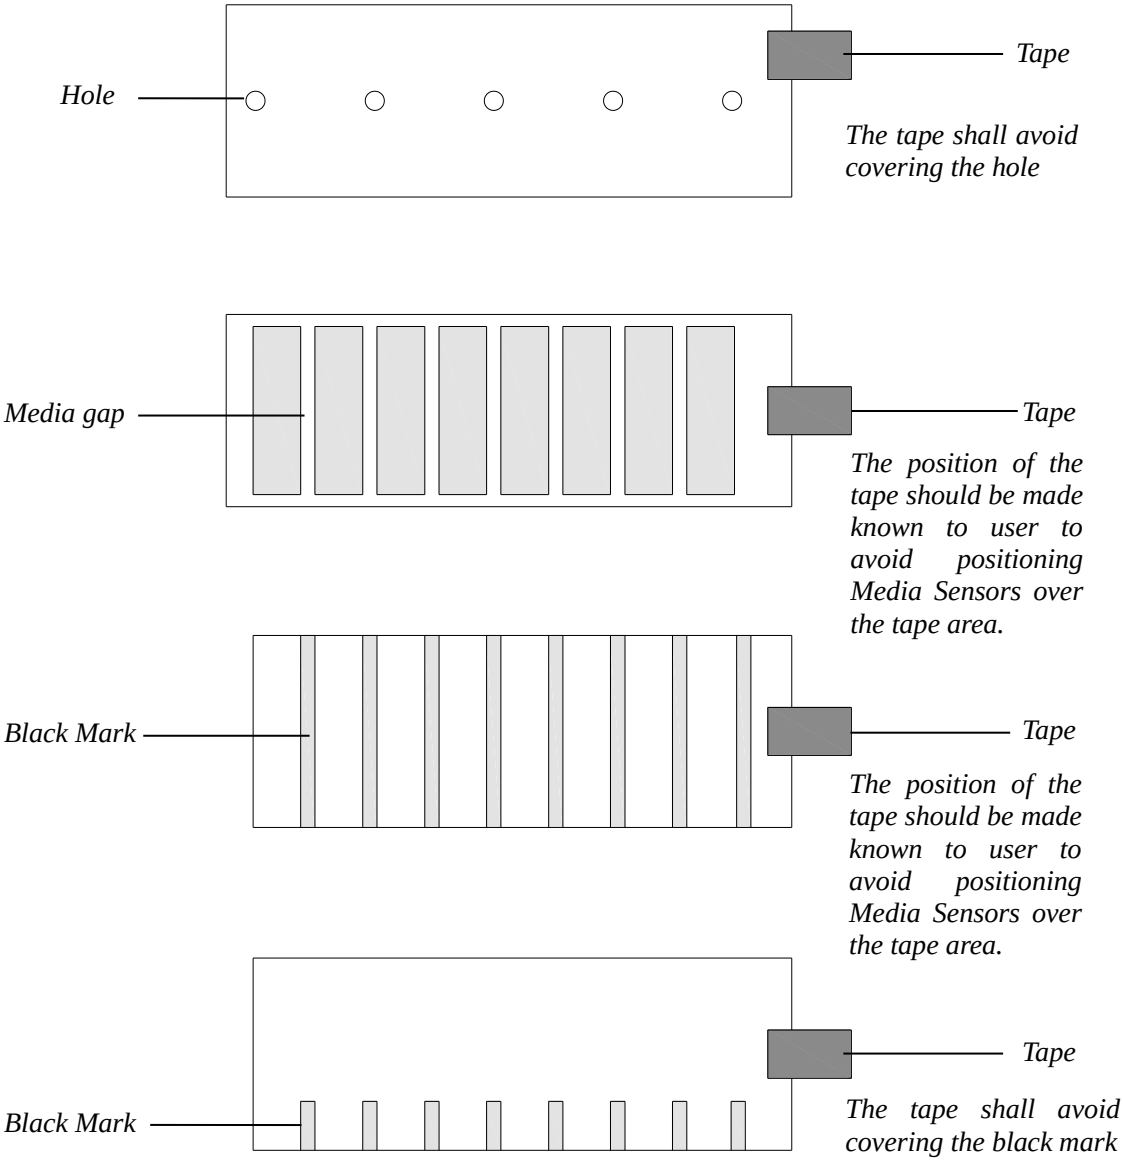

Figure 3-4 End-fixing Tape Position
- *When roll media is produced, the media end would be fixed on the media core with duct tape or scotch tape. If your printer cannot detect the Media Out signal well, please refer to Figure 3-4 to check the position of the tape.*